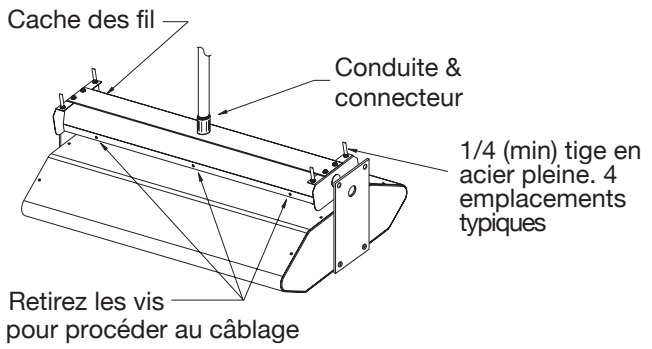

Figure 5
Référez-vous à la Figure 5 et procédez comme suit.
4. Retirez les vis (voir Figure 5) de la partie avant du cache des fils. Fiates tourner le cache vers l'arrière et retirez-le de la base du radiateur.